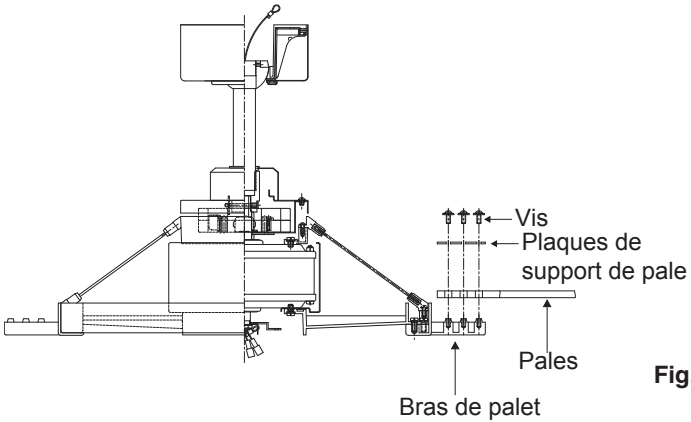

Fig. 15
Étape 1. Alignez les trous depuis la pale et la plaque du support de pale vers les trous des bras de pales et sécurisez la pale en place avec des vis fournies. (Fig. 15)